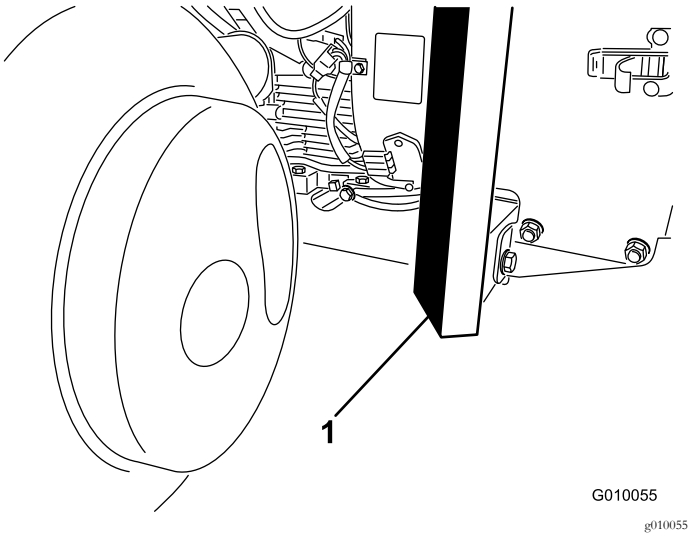

Figur 40
3. Placer donkraften forsvarligt under rammens forende (Figur 40).